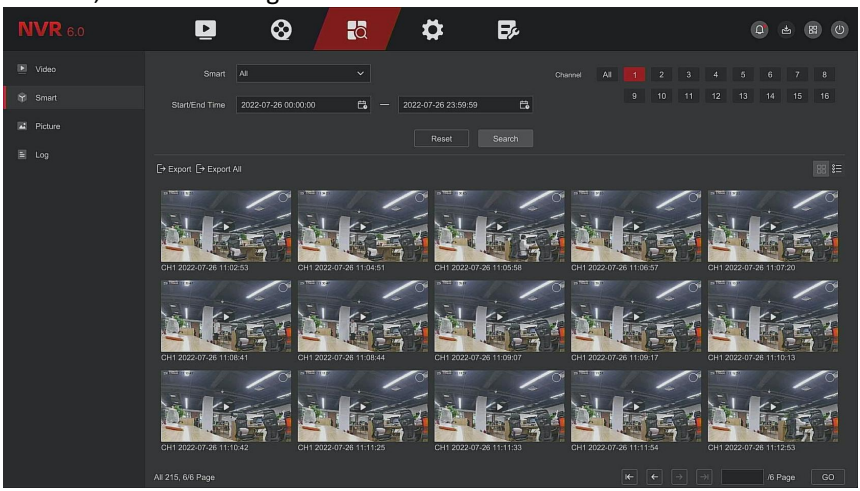

Figure 5-18
Step 1: On the main menu page, select "Search→Log" to enter the log search interface, as shown in Figure 5-18 below.